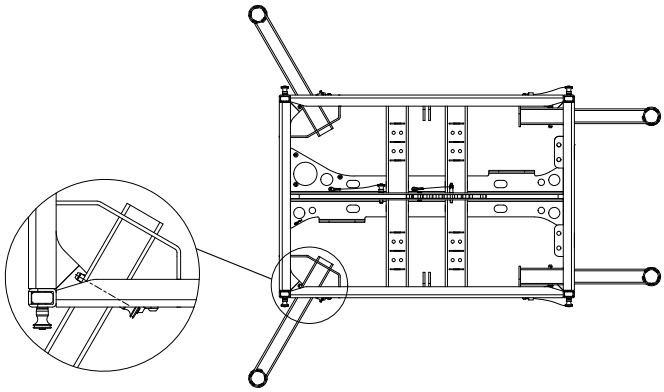

Figure 4.4.3 – Front-mounting the VERA ORF900 outrigger on the VERA RF600
3. Always insert all quick-lock pins completely through all square tubes (see figure 4.4.3 left).